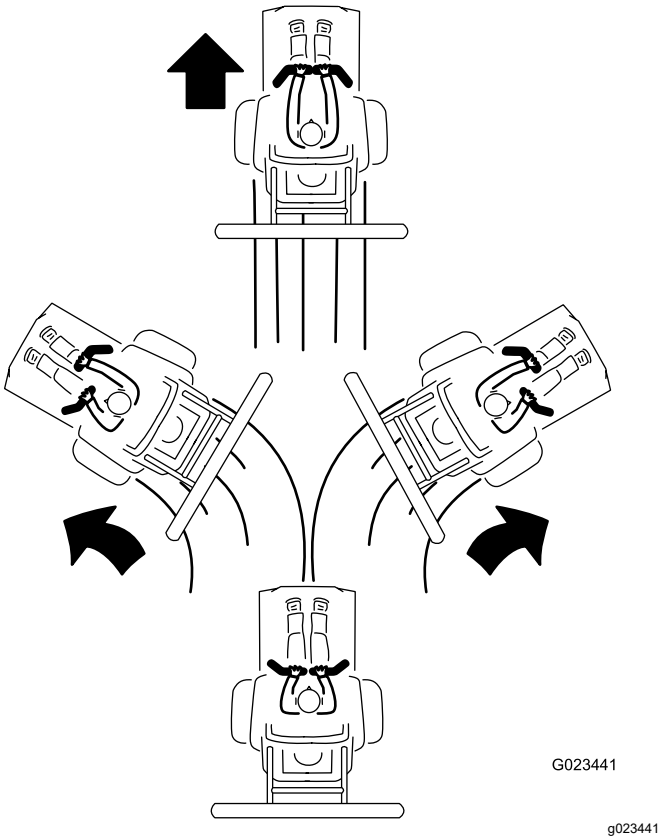

Figure 25
3. To go forward, slowly push the control handles forward (Figure 25).